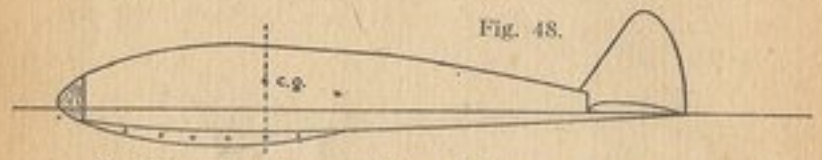

Fig. 48.
2. Faire sur le fuselage une marque indiquant l'emplacement exact du tiers avant de la longueur hors tout (fig. 48) ;